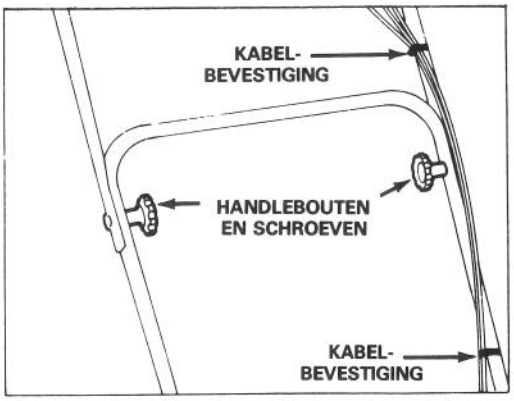

Afbeelding 2
2. BOVEN HANDLE (Afb. 2) — Zet de boven en beneden handles vast met de handleknoppen en schroeven. De bedieningskabels moeten voor de dwarsverbinding van de beneden handle liggen. Zet de bedieningskabels vast met de kabelbevestigingen.